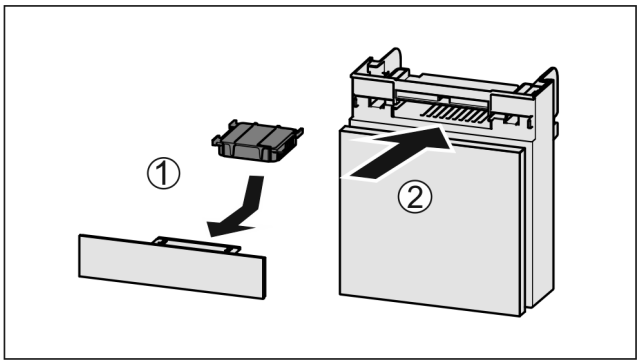

Fig. 133
▶ Aseta aktiivihiilisuodatin kuvan mukaisesti paikoilleen *Fig. 133 (1)*.
▶ Työnnä lokero kiinni *Fig. 133 (2)*.